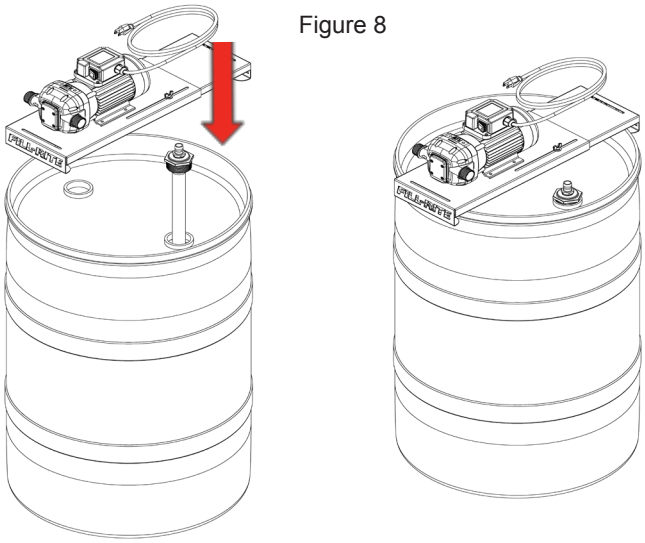

Figure 8
2. Ajuster la longueur du tube d'aspiration pour qu'il débouche à moins de 5 cm (2 po) du fond du fût une fois qu'il est serré dans l'adaptateur de bonde. Enfiler le tube d'aspiration de fût (vendu séparément, repère 6, page 12). Placer la pompe montée sur le support pour fût sur le rebord du fût. Serrer le plateau coulissant pour l'engager solidement autour du rebord du fût. Serrer les écrous à oreilles pour bloquer le support coulissant (Figure 8).